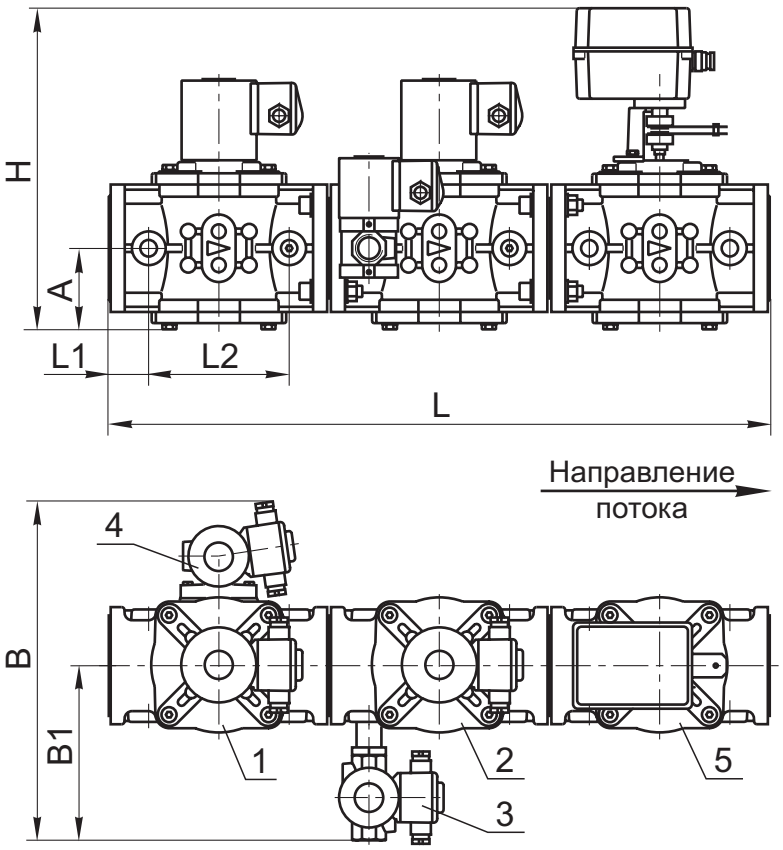

Рис. 10-80
Блок (рис. 10-80, 10-81) состоит из следующих основных узлов и деталей:
- справа по ходу газа (рис. 10-80);